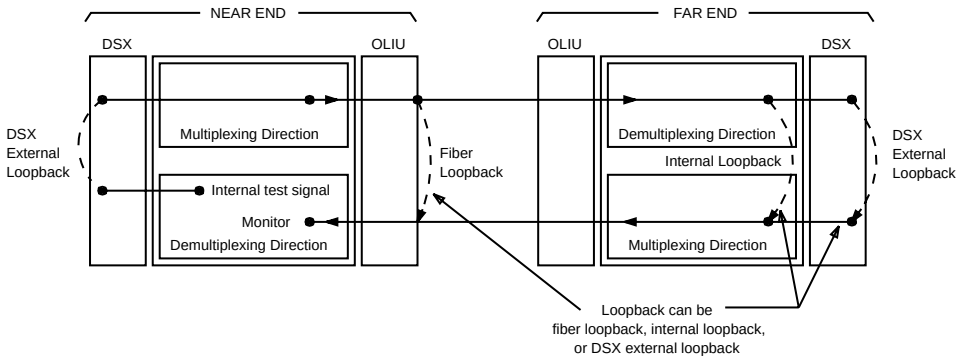

Figure 11-5. Automated Transmission Test of DS1 Signal in DEMUX Direction
- **`demux`** The test signal is inserted in the DEMUX direction (towards the DSX or T1 interface) as shown in Figure 11-5 on the following page.